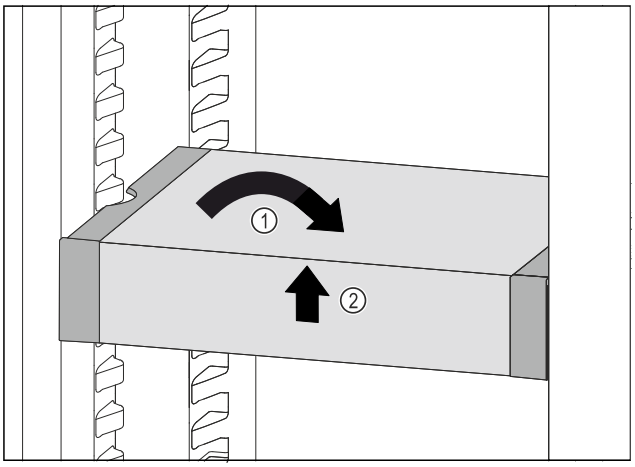

Fig. 168
▶ Remettre le VarioSafe droit. *Fig. 168 (1)*
▶ Soulever la partie avant du VarioSafe. *Fig. 168 (2)*